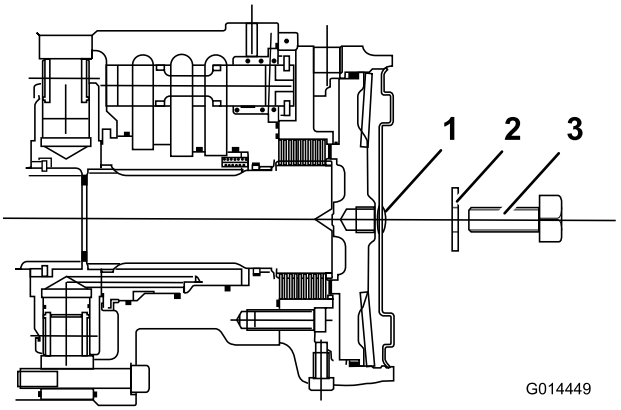

Figuur 62
6. Ga naar de remschijf op de linker voorwielmotor en herhaal bovenstaande procedure (Figuur 62).